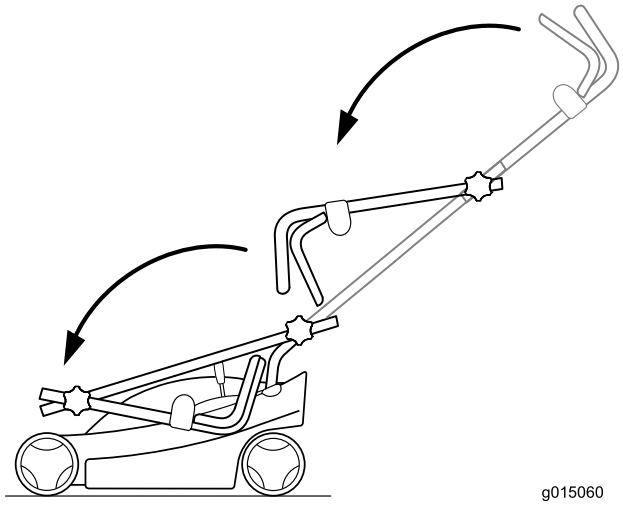
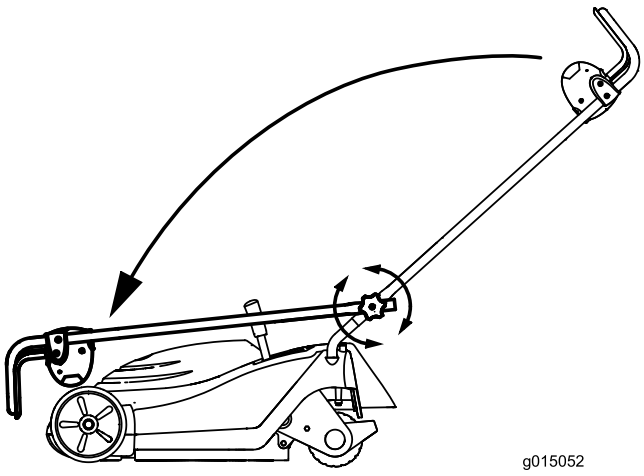

Figur 20
Figur 21
3. Brett håndtaket som vist i Figur 20 og Figur 21, avhengig av modellen din.